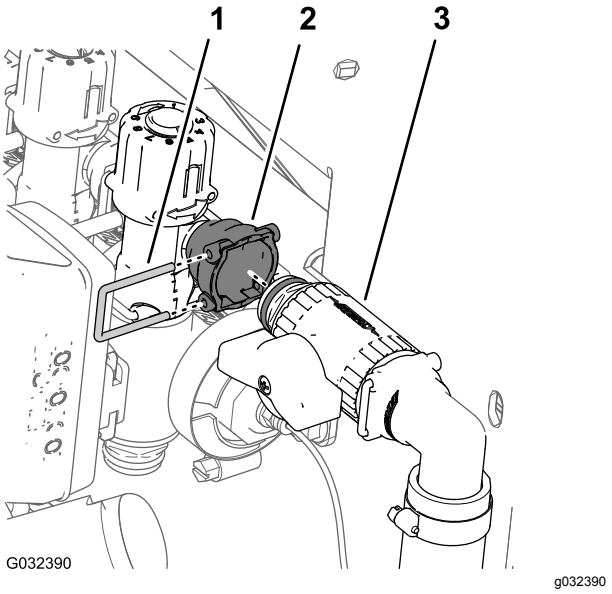

Figuur 53
6. Verwijder de borgclip waarmee de afsluitklep bevestigd is aan de koppeling aan de buitenzijde van de omloopklep voor de rechter spuitboomklep, en haal de kleppen van elkaar (Figuur 53).